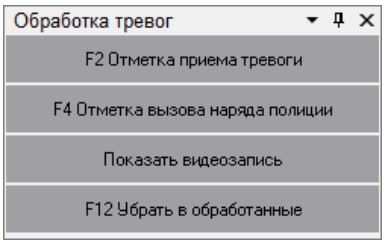

Рисунок 8-10 Панель "Обработка тревог" для выбранного на вкладке "Текущие тревоги" тревожного события объекта системы контроля доступа и других тревог
– Для тревожного события объекта системы контроля доступа и других тревог (см. Рисунок 8-10) – см. п. 8.3.3.1.3;